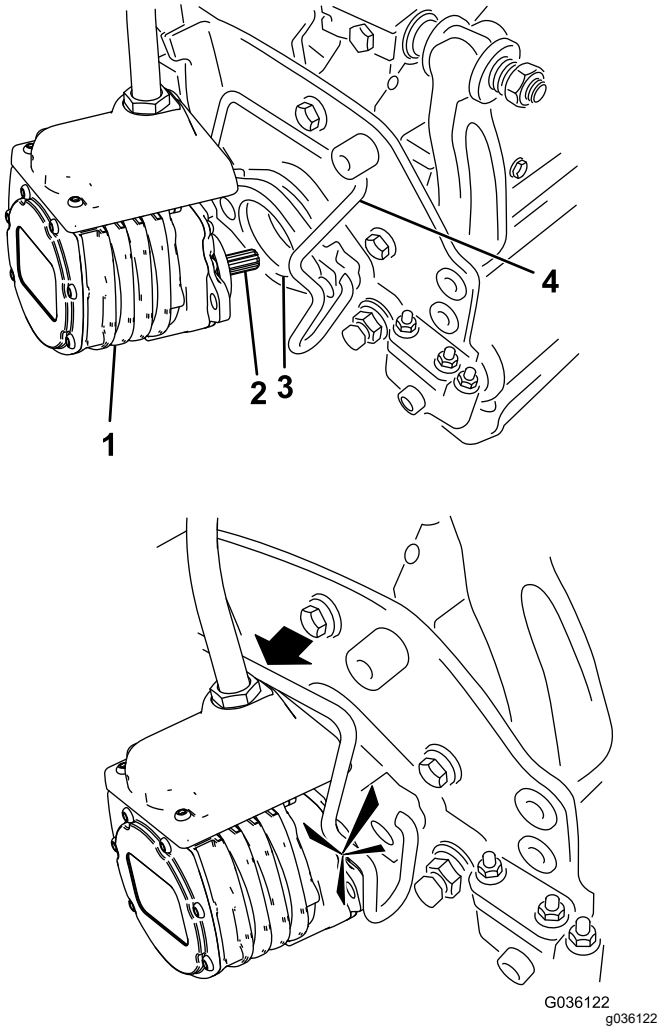

Figura 67
6. Cubra el eje acanalado del motor de la unidad de corte con grasa limpia (Figura 67).
7. Introduzca el motor en el lado izquierdo de la unidad de corte (visto desde el puesto del operador) y tire de la barra de retención del motor en la unidad de corte hacia el motor hasta que oiga un “clic” en ambos lados del motor (Figura 67).